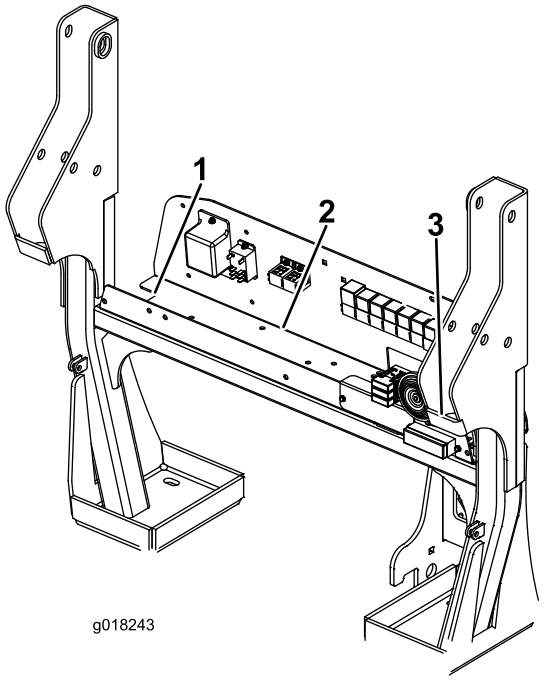
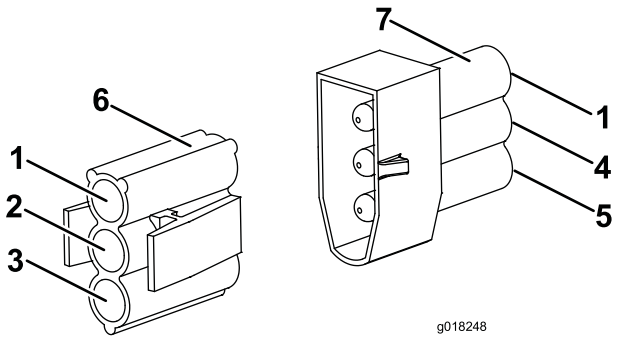

Figure 4
Figure 7
12. Les câbles doivent maintenant être connectés au faisceau de câblage de la machine qui est situé sur la cloison électrique (Figure 4). Connectez le connecteur à 4 broches du câblage du bloc optique arrière gauche au connecteur à 4 broches correspondant sur le côté gauche du faisceau de câblage principal. Connectez le connecteur à 4 broches du câblage du bloc optique arrière droit au connecteur à 4 broches correspondant sur le côté droit du faisceau de câblage principal. Les connecteurs à 2 broches sur les blocs optiques arrière gauche et droit sont nécessaires pour la lampe de
5. En travaillant sur la cloison électrique, branchez le connecteur à 3 broches du câble du manocontact au connecteur correspondant situé sur le faisceau de câblage principal de la machine (Figure 4 et Figure 7).